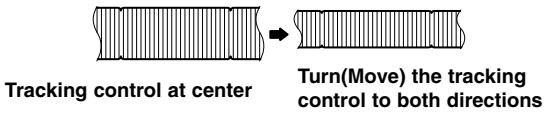

Fig. C-4-3
4) Turn(Move) the Tracking Control(in PB Mode) Clockwise and Counterclockwise.(Fig. C-4-3)